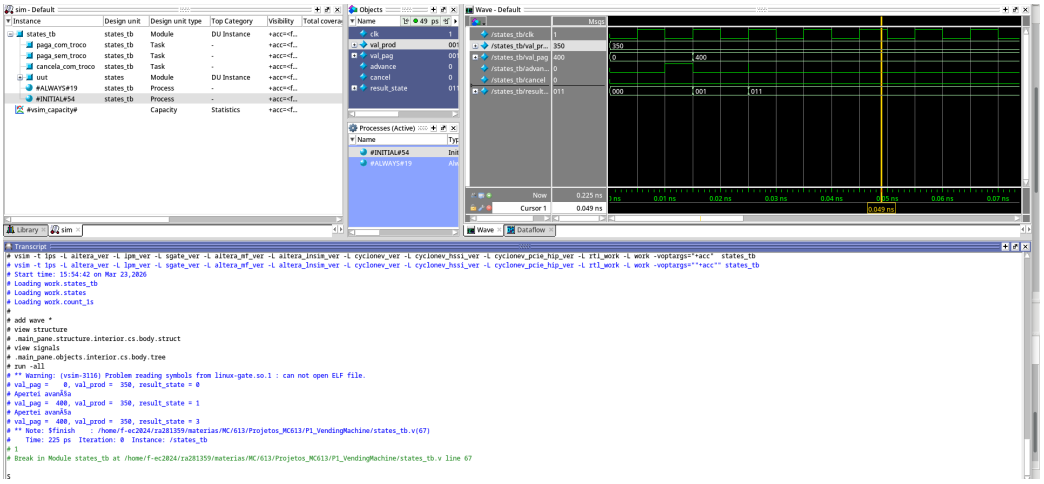

Figura 8: *Test bench* realizado para a máquina de estados realizando pagamento com troco
Na Figura 8, desempenhamos um cancelamento com troco, onde saímos do estado A (000) para selecionar o produto, partimos para B (001) para pagar o produto, recebemos um valor pago (400) maior que o de produto